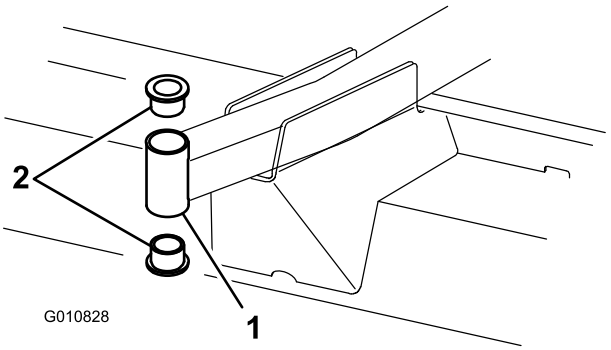

Figuur 21
4. Sla een drevel in de boven- of onderkant van de bevestigingsbuis en tik de lagerbus uit de buis (Figuur 21). Tik ook de andere lagerbus uit de buis.